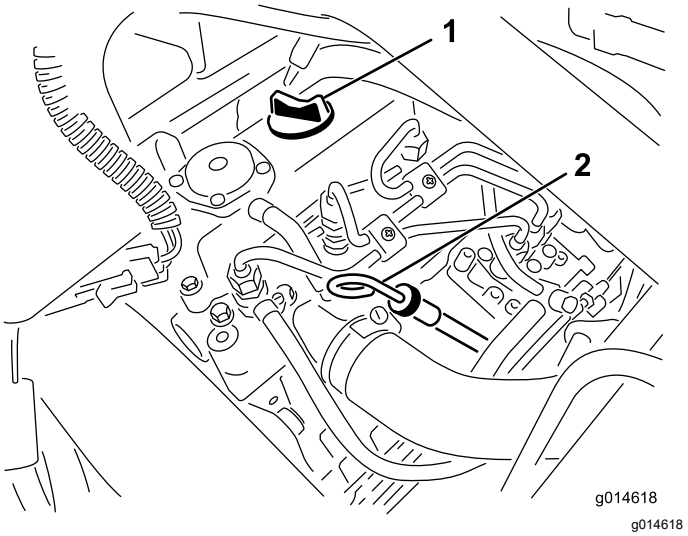

Figur 31
2. Fjern målepinden, og aftør den med en ren klud (Figur 31).